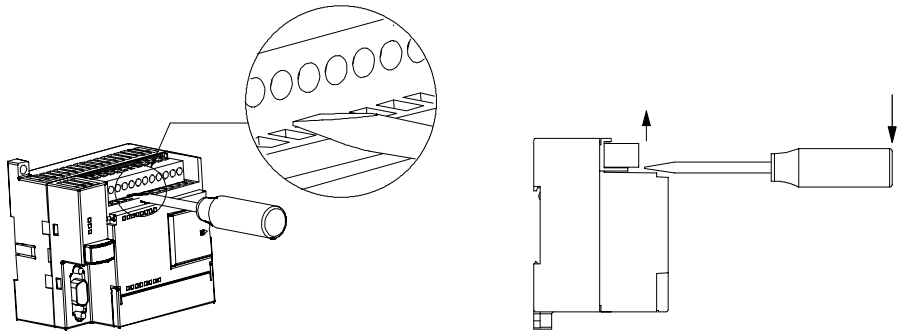

Bild 3-2 Ausbau des Klemmenblocks
3. Lösen Sie den Klemmenblock, indem Sie den Schraubendreher vom Gehäuse der S7-200 wegdrücken (siehe Bild 3-2).